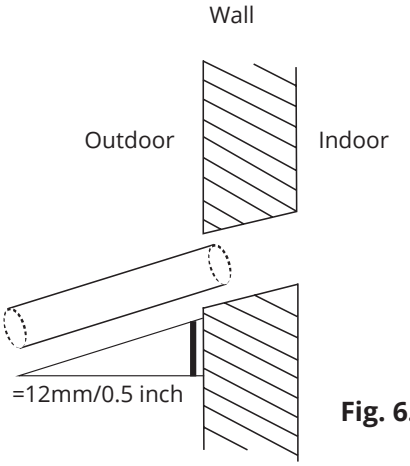

Fig. 6.4
3. Using a 65-mm (2.5”) core drill, drill a hole in the wall. Make sure that the hole is drilled at a slight downward angle, so that the outdoor end of the hole is lower than the indoor end by about 12mm (0.5”). This will ensure proper water drainage (See Fig. 6.4). Place the protective wall cuff in the hole. This protects the edges of the hole and will help seal it when you finish the installation process.